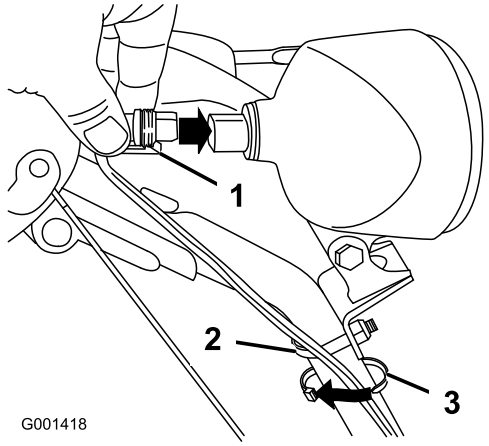

**Figur 17**
1. Skjut in kabelkontakten på kabelns lösa ände rakt in i strålkastaren på baksidan tills kabeln sitter fast ordentligt (Figur 17).
**Obs:** Se till så att kabelkontaktens plastklämma är längst ned (Figur 17).
2. Fäst ett kabelband (från påsen med lösa delar) runt kabeln och handtaget cirka 2,5 cm under U-bulten (Figur 17).